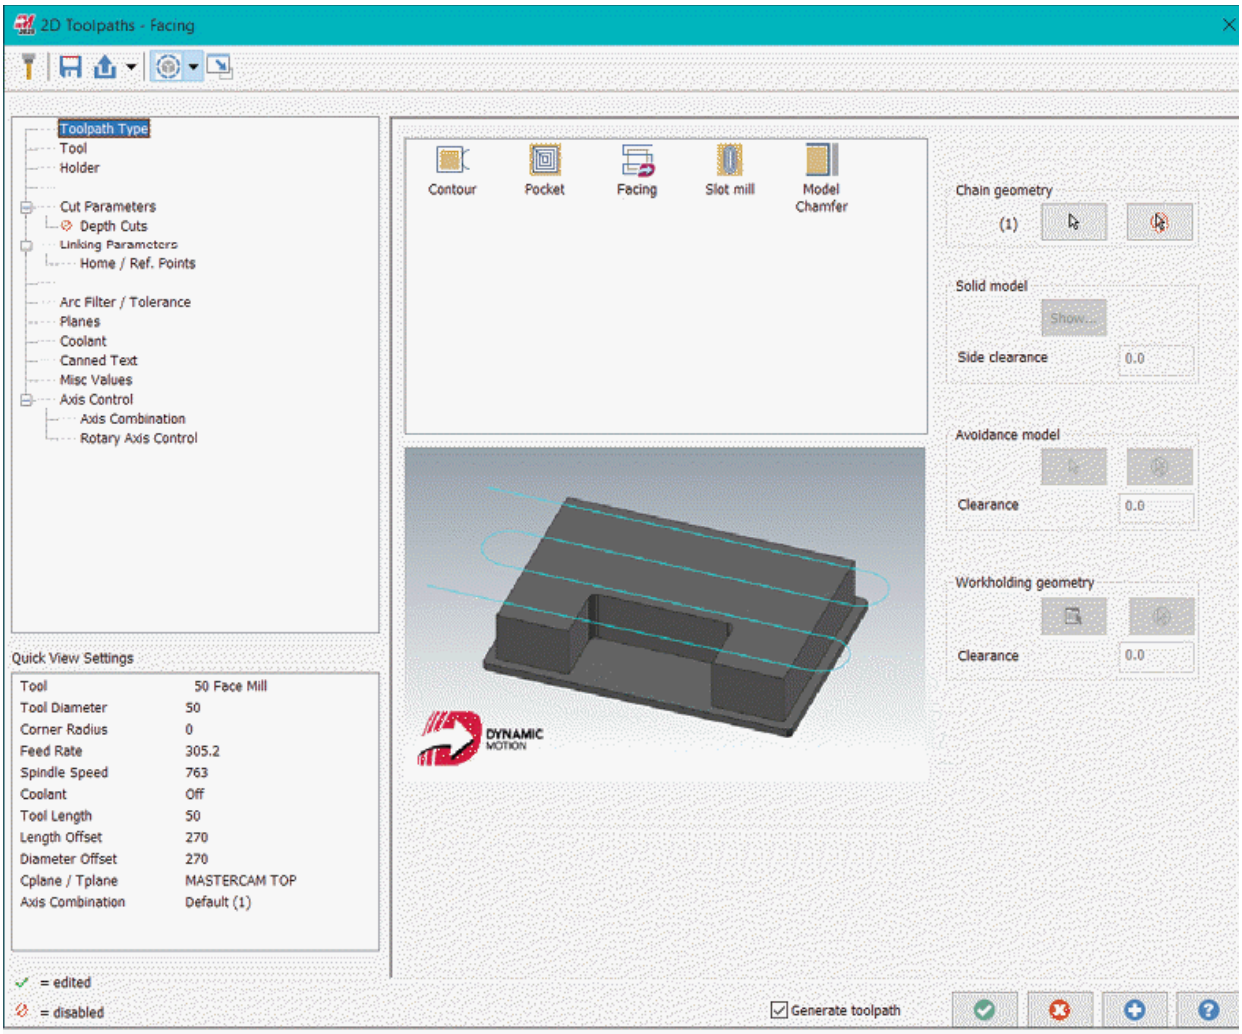

Figure-9. 2D Toolpaths-Facing dialog box
- Click on the **OK** button from the **Solid Chaining** dialog box. The **2D Toolpaths-Facing** dialog box will be displayed; refer to Figure-9.